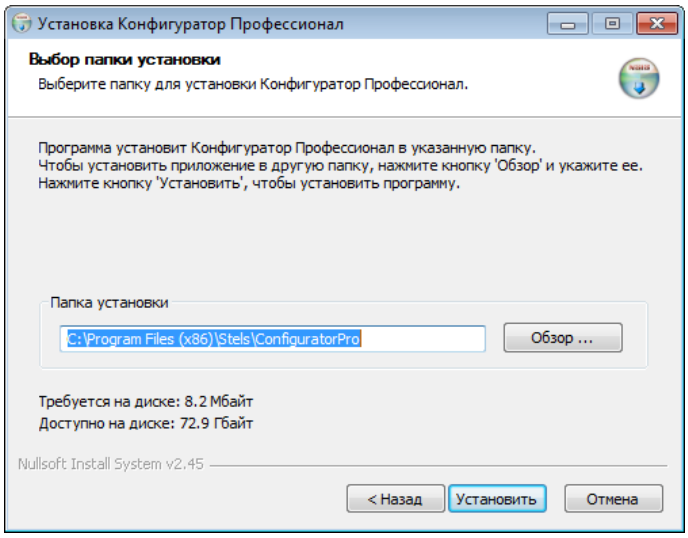

Рисунок 4.2 — Окно *Выбор папки установки*
5. В следующем окне укажите папку установки и нажмите кнопку Установить (см. рисунок 4.2).